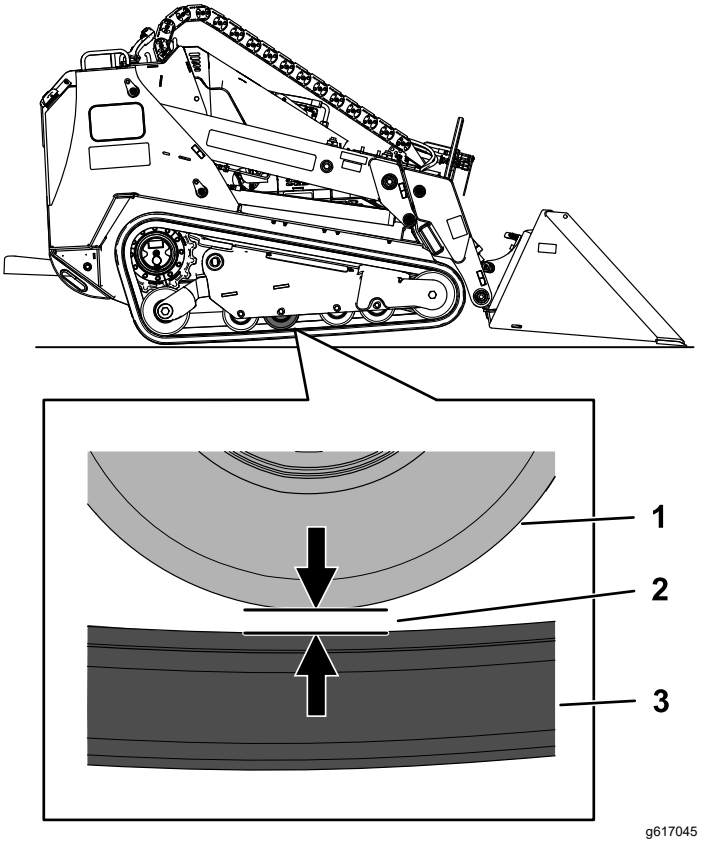

Figure 65
4. Verify that the gap between the 2nd road wheel from the rear and the track is 20 mm (0.8 inch) as shown in Figure 65. If adjustment is needed, proceed to Adjusting the Track Tension (page 49)
7. Using a 1/2 inch drive ratchet, turn the tensioning screw until the gap between the road wheel and track is 20 mm (0.79 inch) as shown in Figure 65.
the road wheel and track is 20 mm (0.79 inch) as shown in Figure 65.